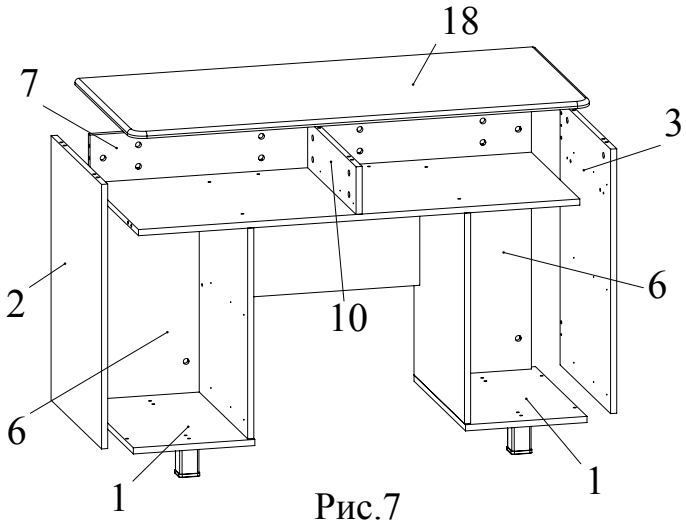

Рис.7
14. Установить боковину 2 на задние стенки 6, 7 и полку 8 и зафиксировать, повернув конфирматным ключом головки минификсов по часовой стрелке до упора (Рис. 7).
15. Установить боковину 3 на задние стенки 6, 7 и полку 8 и зафиксировать, повернув конфирматным ключом головки минификсов по часовой стрелке до упора (Рис. 7).
16. Соединить при помощи конфирматов дно 1 с боковиной 2 и дно 1 с боковиной 3 (Рис. 7).
17. Установить столешницу 18 на боковины 2, 3, заднюю стенку 7 и перегородку 10 и зафиксировать, повернув конфирматным ключом головки минификсов по часовой стрелке до упора (Рис. 7).